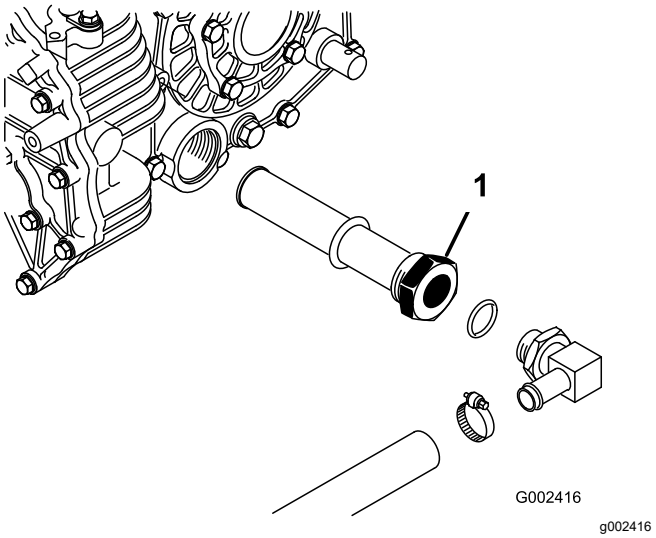

**Figur 72**
3. Observera riktningen på hydraulslangen och 90-graderskopplingen som är anslutna till filtret på tankens ena sida (Figur 72).